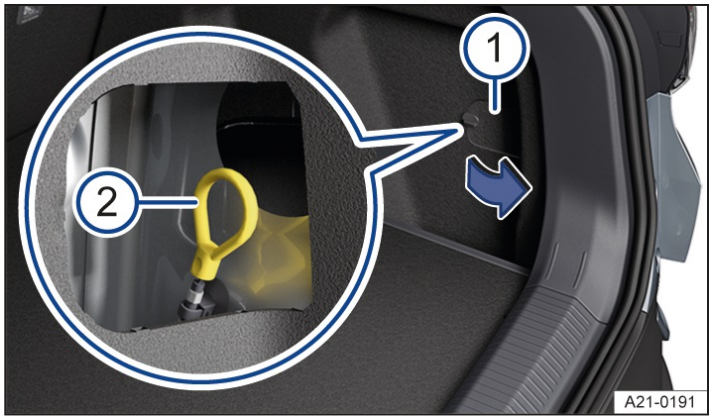

Fig. 2 Behind the flap in the right-hand luggage compartment trim: manual release mechanism for the charging connector.
There is a flap with a catch on the bottom right-hand side of the luggage compartment→ *Fig. 2*.
6. Pull the loop for manual release→ *Fig. 2* (2).